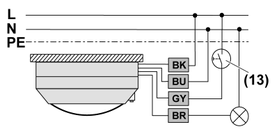

Bild 6: Anschlussplan
- Präsenzmelder nach Anschlussplan anschließen (Bild 6).
- Optional Installationstaster (13) anschließen (Bild 6). Dieser wird nur benötig, wenn auch eine manuelle Bedienung gewünscht ist.